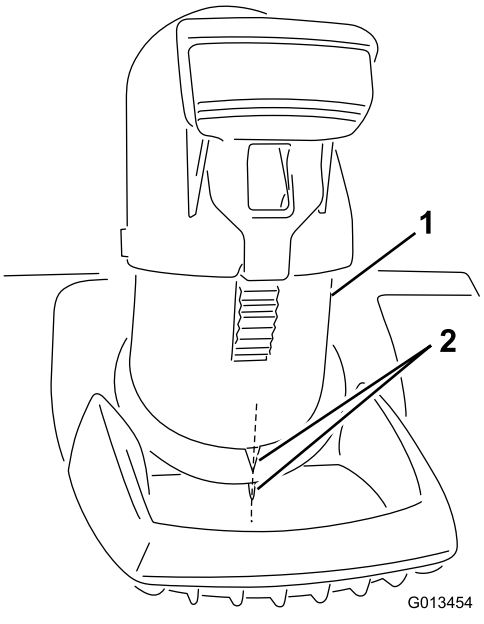

**Figur 3**
***Viktigt:*** **Rikta in pilen på utkastaren mot pilen på kåpan (Figur 3).**